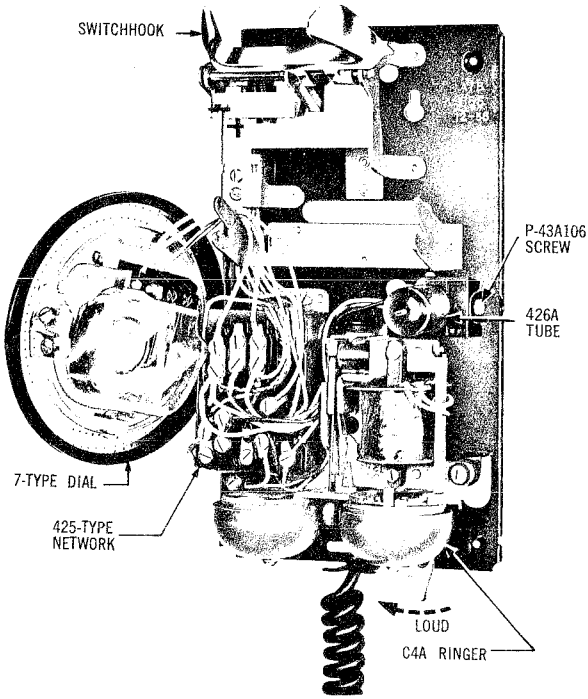

Fig. 24 — Wall Type Telephone Showing Tube Mounting
- Wall type telephone mounting is shown in Fig. 24.